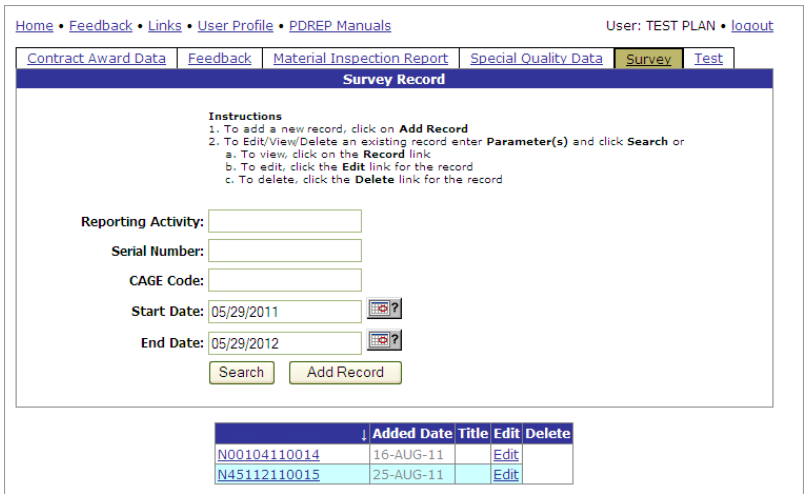
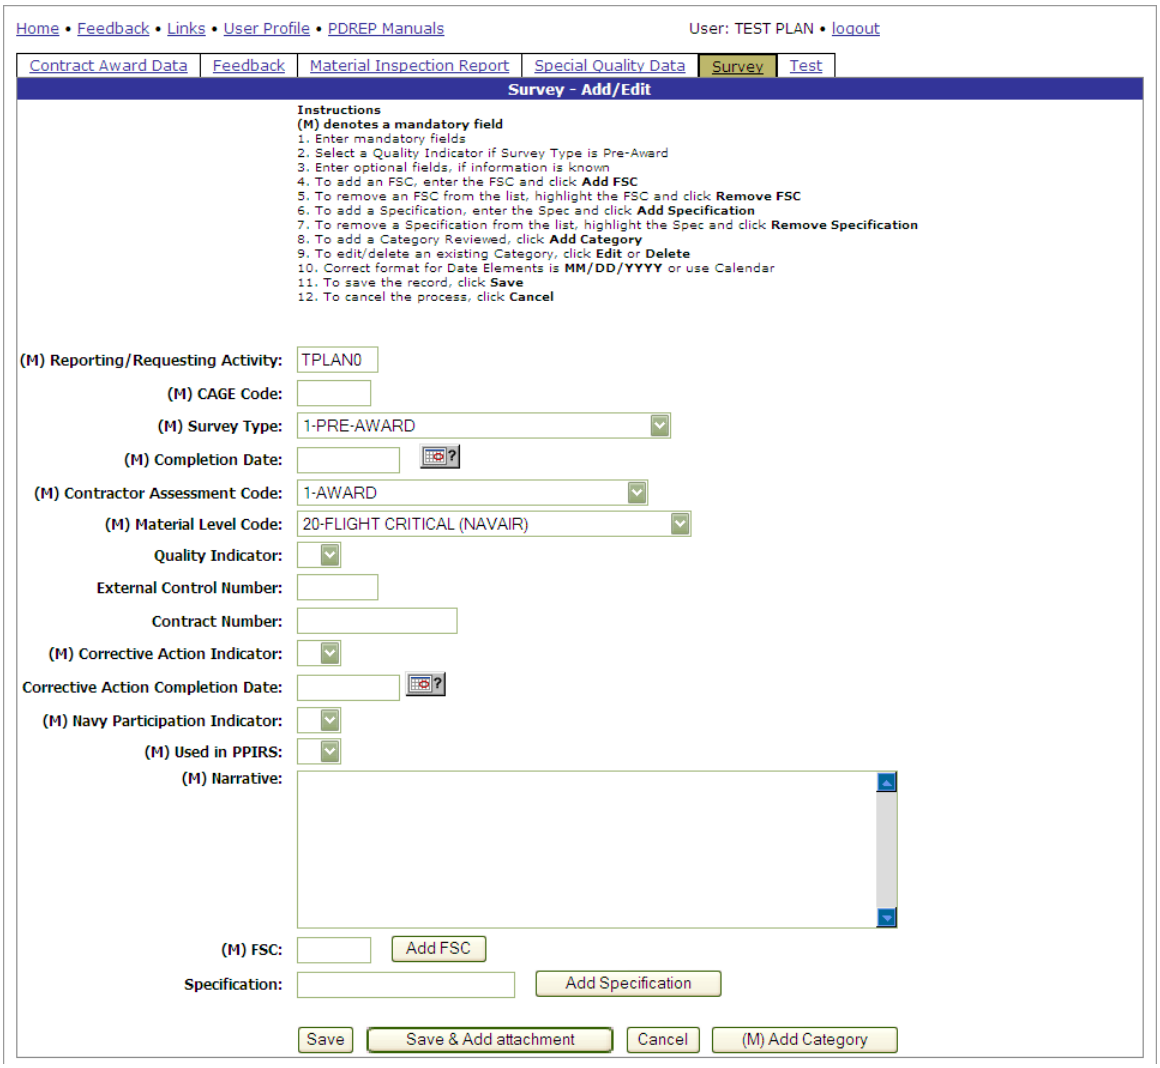

Figure 3.3
Figure 3.5
d. Click the Search button to display the list of Survey records to view. The result set may be constrained by Reporting Activity, Serial Number, CAGE Code or date range. A sample result set is shown in Figure 3.3.
a. To add a new Survey record, click the Add Record button shown in Figure 3.3. The user is directed to a blank Survey – Add/Edit form shown in Figure 3.5.
b. To edit an existing Survey, the user should follow the search procedures in Section 3 to locate a specific record. Once the record is located, click the Edit link shown in Figure 3.3 for the record of interest. The user is then directed to an existing Survey – Add/Edit form where the fields have been pre-populated (Figure 3.6).